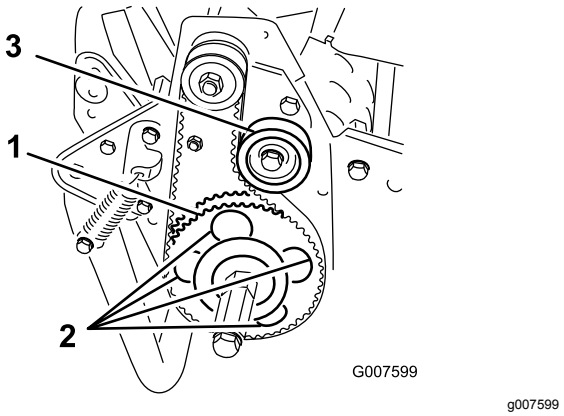

Figur 51
7. Vri den drevne remskiven helt til hullene står i kant med de fire vingeskruene på valselageret (Figur 51).
11. Juster remmen og stram monteringsskruen på lederullen (Figur 51).